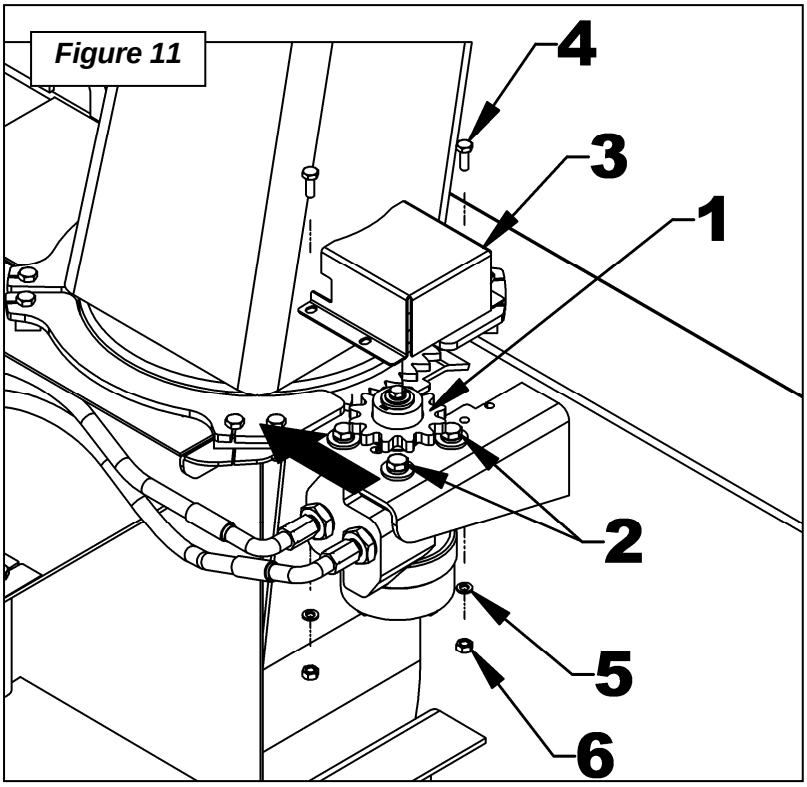

*Figure 11*
9. **FIGURE 11:** Motor adjustment: Push the motor toward the chute as to well set the gear teeth (item 1) without letting any play between teeth. Tighten firmly the four 3/8"NC x 1" bolts (item 2). If the rotation does not operate correctly, redo the adjustment.
10. **FIGURE 11:** Install the gear shield (item 3) and secure with two 1/4"NC x 3/4" bolts (item 4), two 1/4" lockwashers and two 1/4"NC nuts (items 5-6), as illustrated.